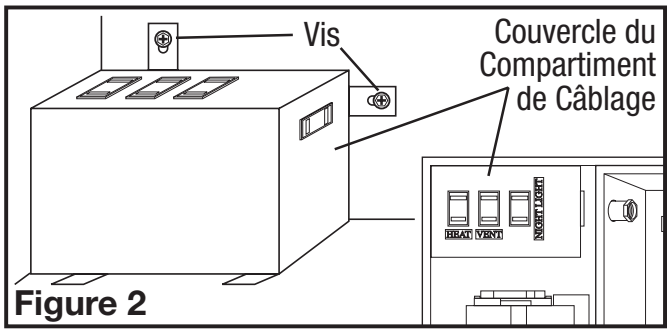

Figure 2
3. Enlever le couvercle du compartiment de câblage fini en desserrant les deux vis qui tiennent le couvercle en place **(Figure 2).**